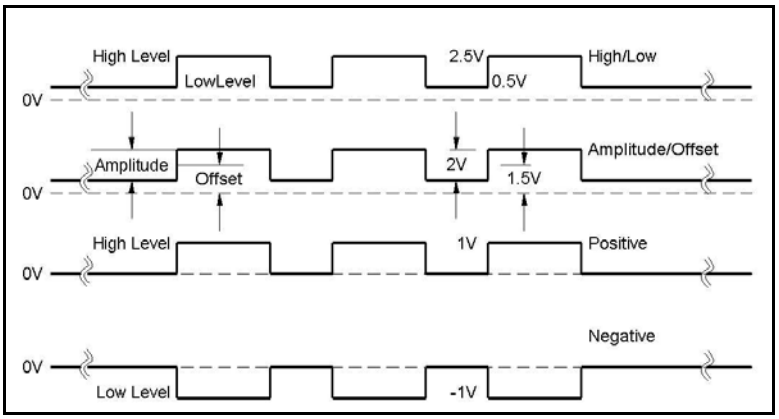

Figure 3-72, Amplitude Level Modes Options
Using the WX2182B as your pulse source, you have four options to set up the pulse levels, as shown in Figure 3-72 and explained below:
1. ***High/Low Levels.*** This is the default option. Using this mode, you can program the high and the low levels directly, while allowing the instrument to set the internal amplitude and offset according to your selection. The maximum amplitude that can be programmed is 4 V peak-to-peak. To achieve this level, program the low level to -1.5 V and the high level to +1.5 V. Note that the amplitude level is specified when the pulse is applied on a 50Ω load impedance. The only way to exceed the peak-to-peak rail limitation is by increasing the load impedance, but then expect degradation of the pulse shape. The example in Figure 3-72 shows the high level set at 2.5 V and the low level set at 0.5 V and therefore, the resulting peak-to-peak level is 2 V.
2. ***Amplitude/Offset.*** This option allows separate modification of the amplitude and the offset. This option is very useful when you want to vary the vertical position of the pulse, but hold the peak-to-peak amplitude level fixed. The example in Figure 3-72 shows the amplitude set at 2.5 V and the low level set at 1.5 V and therefore, the resulting waveform is exactly as was programmed in the high/low level programming example.
3. ***Positive.*** This option is very useful when you want to vary the positive position of the pulse, but hold the low level fixed at the 0 V level. The example in Figure 3-72 shows the high level set at 1 V and the low level fixed at 0 V. Modification of the high level will not alter the low level position.
4. ***Negative.*** This option is very useful when you want to vary the negative position of the pulse, but hold the high level fixed at the 0 V level. The example in Figure 3-72 shows the low level set at -1 V and the high level fixed at 0 V. Modification of the low level will not alter the high level position.